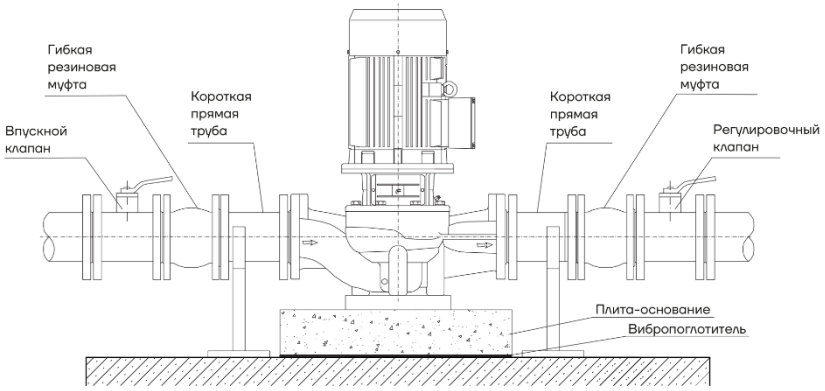

Рис. 13 Схема подключения насоса
- при установке труб также необходимо следить за тем, чтобы в трубах не скапливался воздух, особенно в приемной трубе (см. рис. 13).